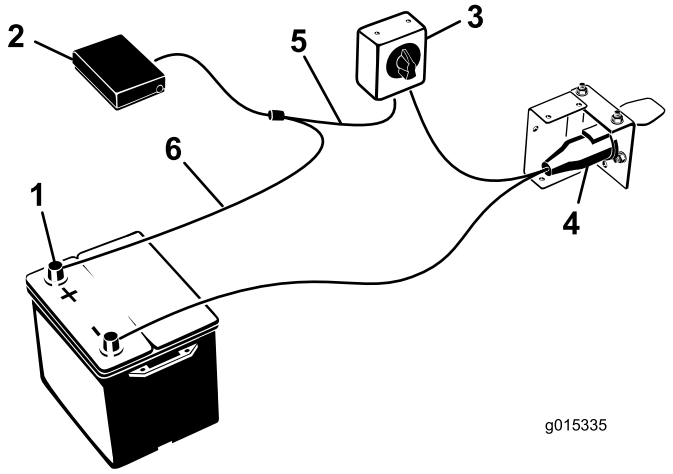

**Figur 11**
7. Monter ledningsnettet på komponenterne (Figur 11) således:
8. Monter laststyreenheden på laststyrebeslaget med de (2) vedlagte skruer og Tinnerman-møtrikker.